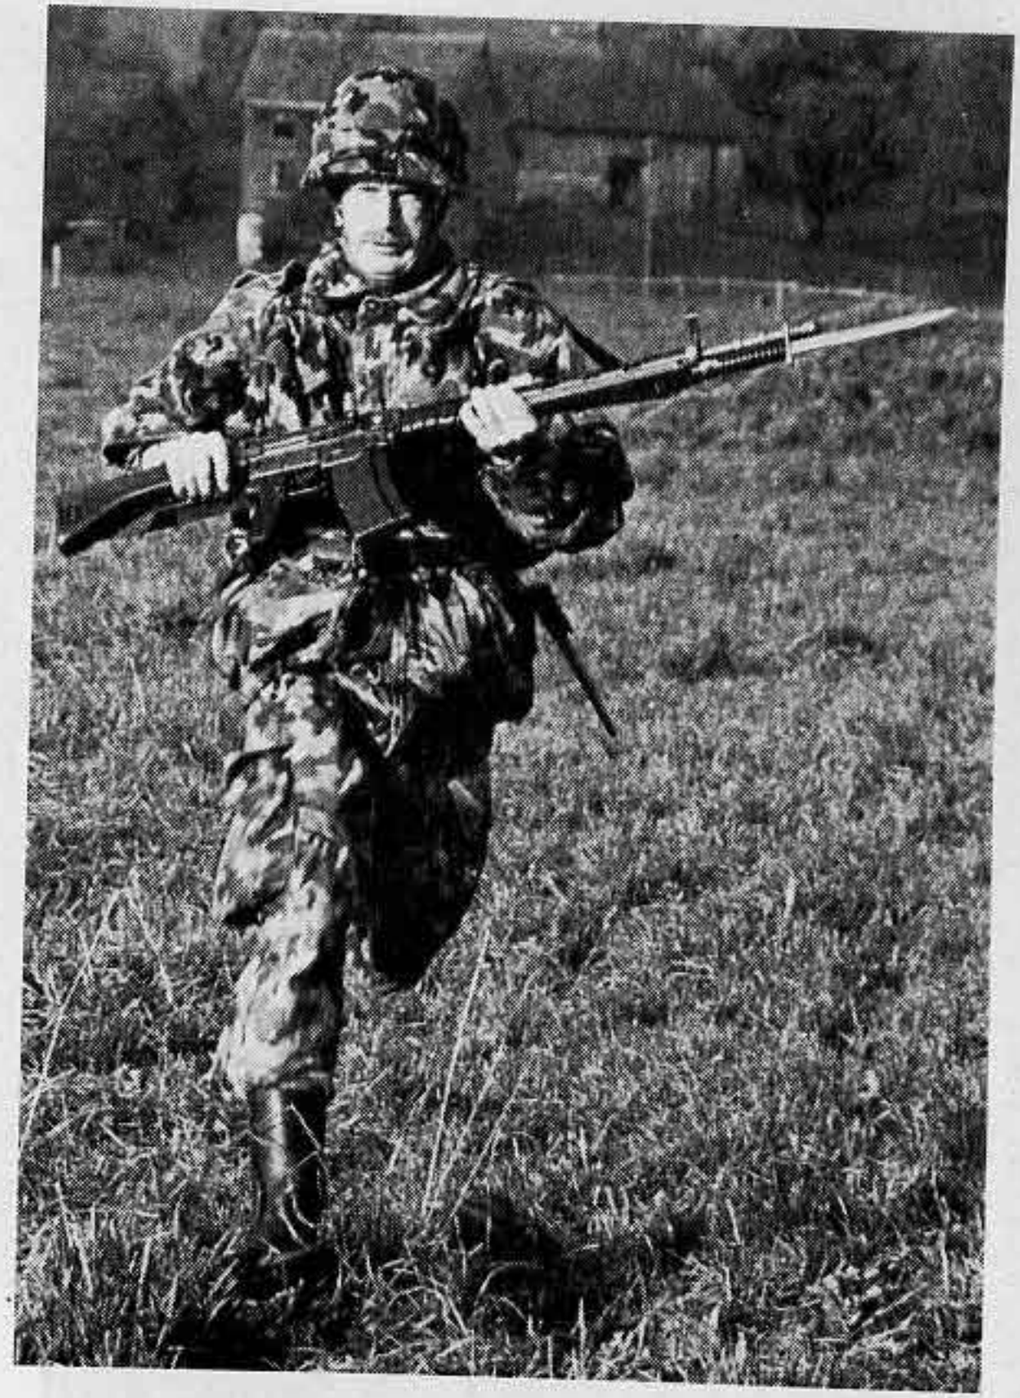

fig 37
- Pour l'assaut : le fusil d'assaut, avec baïonnette au canon, est tenu devant le corps, l'embouchure à gauche en haut, la poignée de pistolet vers l'avant, la main droite à la crosse (ne pas toucher la sûreté de la crosse), la main gauche au garde-main (fig 37).